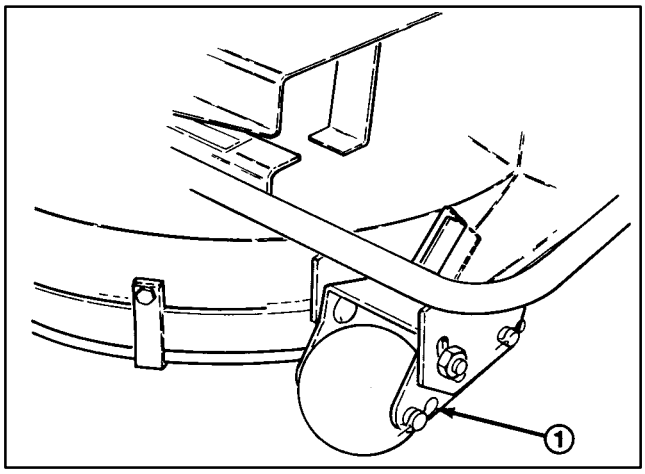

Figure 28
3. Loosen nuts and bolts securing roller bracket to bumper (Fig. 28).